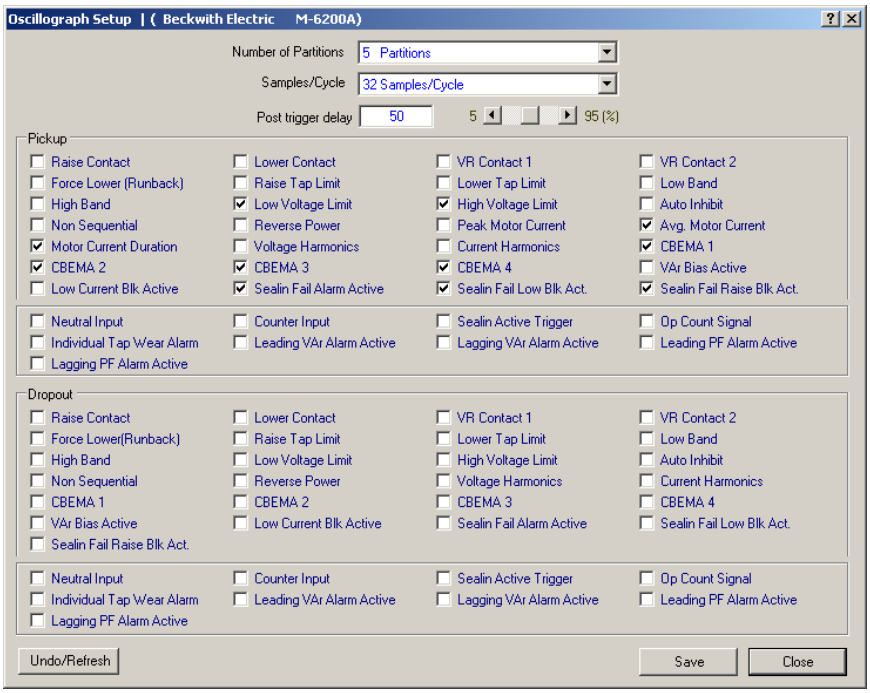

Figure 4-10 Oscillograph Setup Dialog Screen
- **Inputs and Outputs** – The recorder can be triggered remotely through serial communications using TapTalk, or automatically, using programmed status signals (Figure 4-10).
1. From the TapTalk® Main Screen menu, select **Setup/Oscillograph/Setup**. TapTalk will display the Oscillograph Setup dialog screen (Figure 4-10).
5. Select the desired **Pickup Trigger(s)** and **Dropout Trigger(s)** (Figure 4-10).